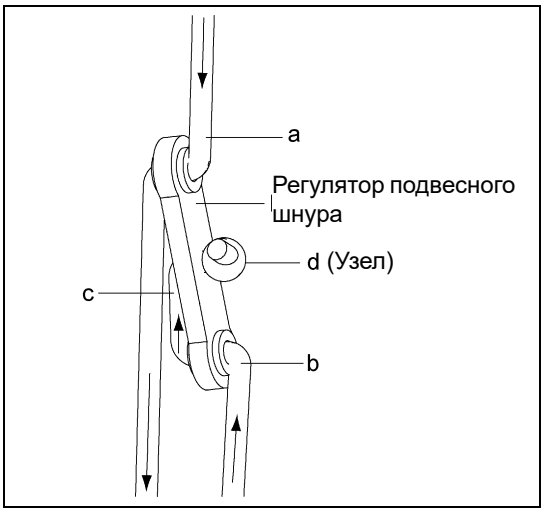

Рисунок 6D
a. Вставьте подвесной шнур через верхнюю часть внешнего отверстия в регулятор подвесного шнура (a). Направьте шнур через верхнее отверстие монтажного кронштейна регулятора, а затем назад через нижнее отверстие в регуляторе шнура (b). Выведите шнур через среднее отверстие регулятора шнура (c) и завяжите его узлом (d). *(См. Рисунок 6D.)*